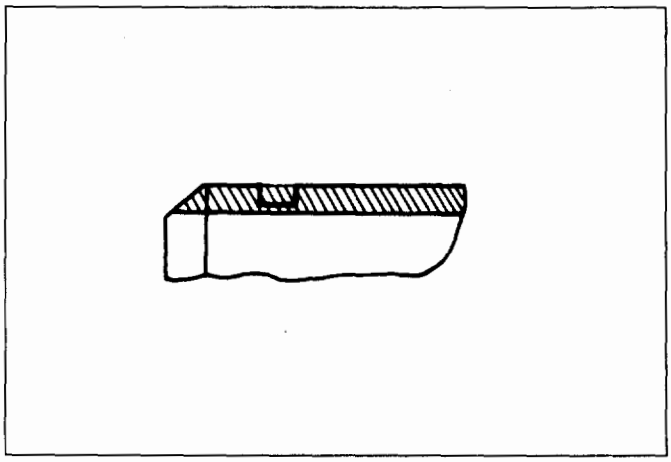

Fig. 4C-99
- "A" groove and "B" portion (Fig. 4C-100)